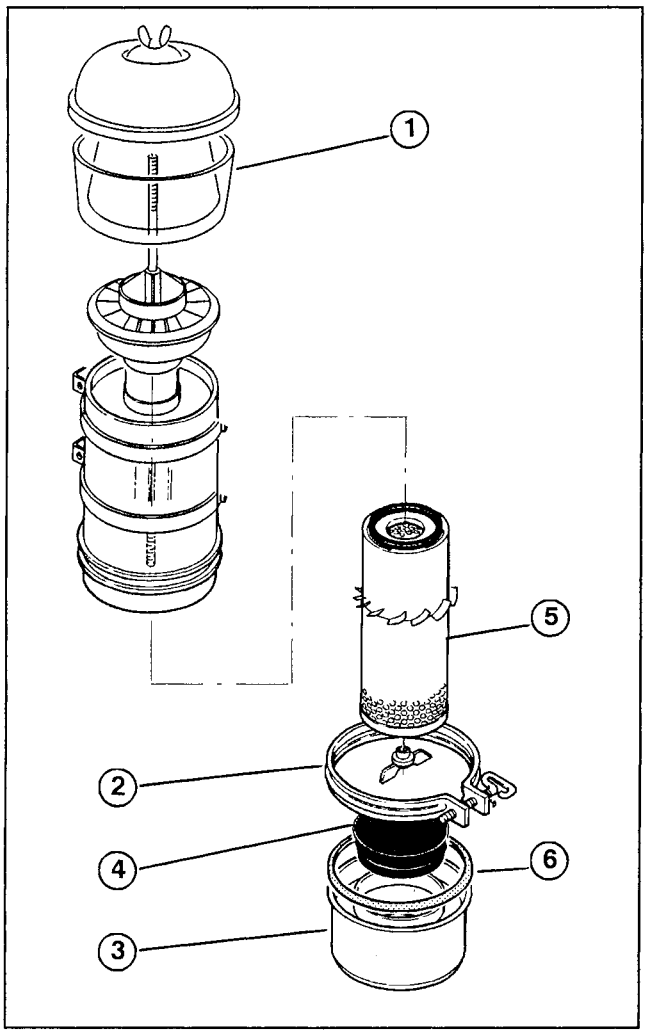

Figure 28
1. Precleaner bowl (Fig. 28) – Inspect precleaner bowl daily. When conditions are extremely dusty and dirty, inspect precleaner bowl more frequently. Do not let dust build up above level marks on precleaner bowl.
1. Filter Service (Fig. 28) –The warning indicator light or audible signal warn the air filter is clogged. Also, lack of power, excessive oil consumption and excessive exhaust smoke could mean that the filter needs cleaning. Service the air cleaner filter every 200 operating hours, or more frequently in dusty and dirty conditions. Replace filter after every six cleanings (800 hrs.) or annually, whichever comes first.